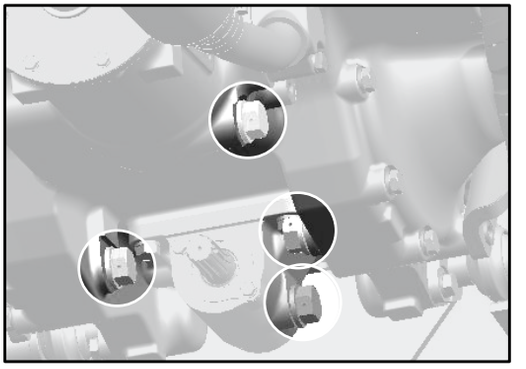

Рис. 5.13a
2. Открутите все пробки, расположенные, как показано на рис. 5.13A, чтобы облегчить слив масла.